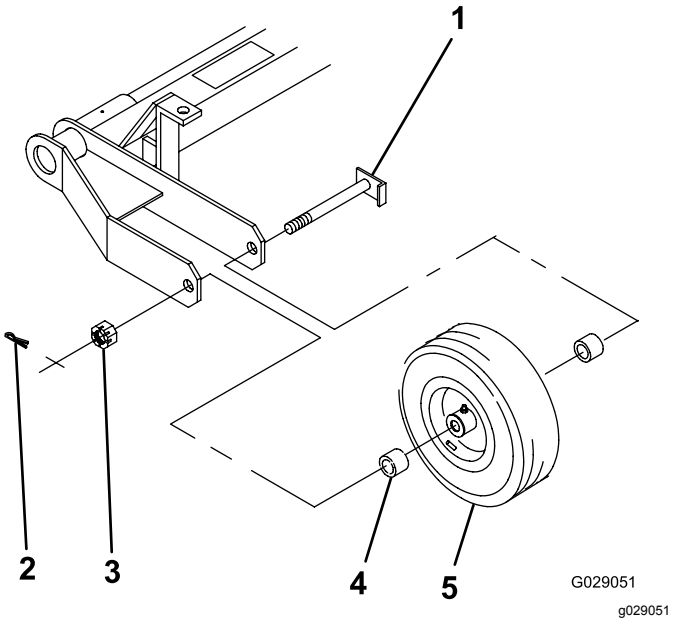

Figuur 2
1. Plaats het wiel en 2 afstandsstukken (1 aan elke kant van de wielnaaf) tussen het frame; zie Figuur 2.
2. Steek de as door het frame, de tussenstukken en het wiel (Figuur 2).